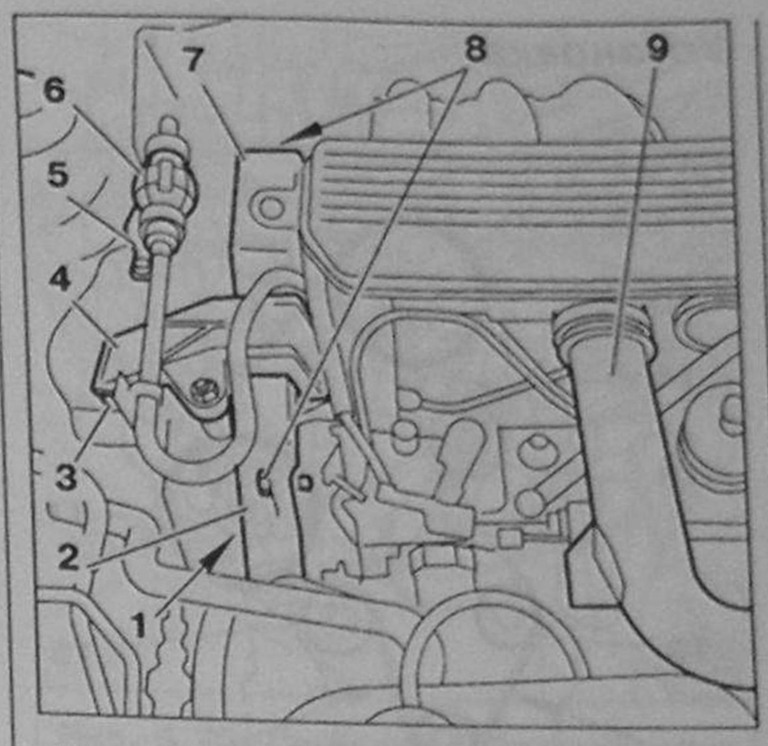

Рис. 5.61. Подготовительные операции на двигателе со стороны синхронизирующего ремня.
27. Установите воздуховод **9** (рис. 5.61).
28. Установите кожух механизма синхронизации **7** (рис. 5.61).
29. Установите кожух механизма синхронизации **2** (рис. 5.61).
30. Установите винты **8**, затянув их моментом 20 Нм (рис. 5.61).
31. Установите гайку **1**, затянув ее моментом 20 Нм (рис. 5.61).
32. Установите стопор 3 (рис. 5.61).
33. Установите кронштейн **4** (рис. 5.61).
34. Установите кронштейн топливоподкачивающего насоса **5** (рис. 5.61).
35. Установите и защелкните топливоподкачивающий насос **6** (рис. 5.61).